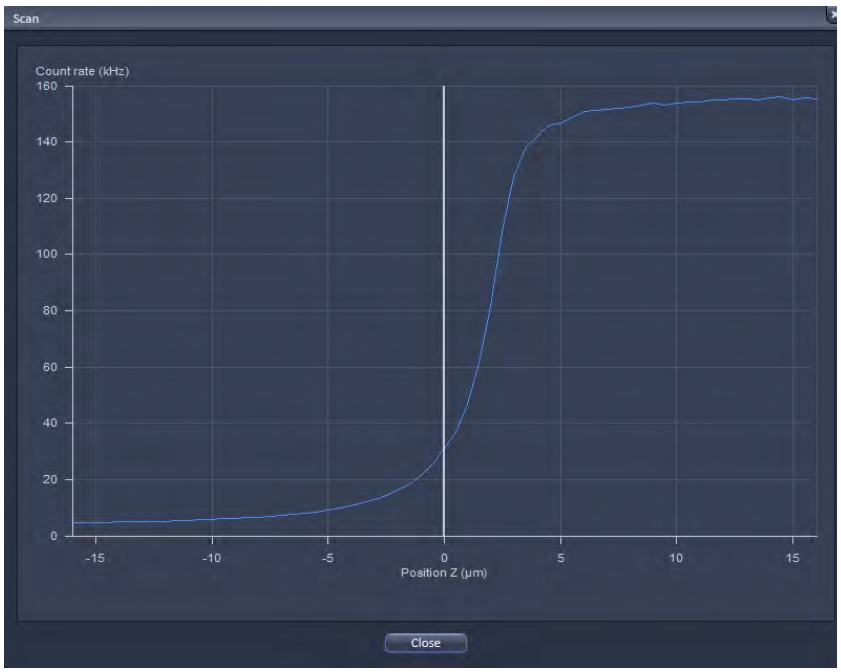

Fig. 346 Z Scan image
- Press the **xyz-Scan** FCS action button to perform a z scan. The z scan is performed and the measured intensity is displayed in dependence of the z-position (Fig. 346). The red line in the diagram shows the actual z-position. Peaks (normally two from the two lower and upper membranes) show levels of high signal intensity and may correlate to labeled membranes. Note, that if the glass surface happens to be in the z scan range it will also give a peak. To determine its position, just perform a z scan at a position where is no cell. If the glass reflection contribute so much that the peaks of the membranes are hidden due to scaling, you have to shorten the lower range end. Place the red line at the peak that corresponds to the membrane to select this z-position. Note that z scan is performed relative to the current position, which will be assigned to 0.